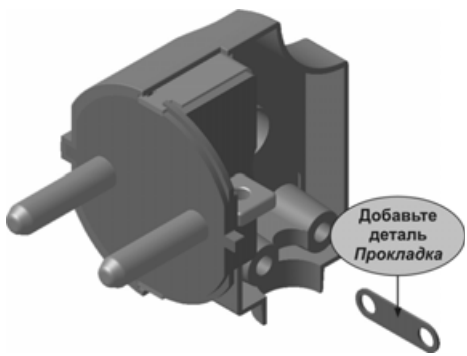

Рис. 7.41
- Установите для сборки стандартную ориентацию **Изометрия XYZ**, добавьте в сборку деталь **Прокладка**, расположив ее так, как показано на рис. 7.41.